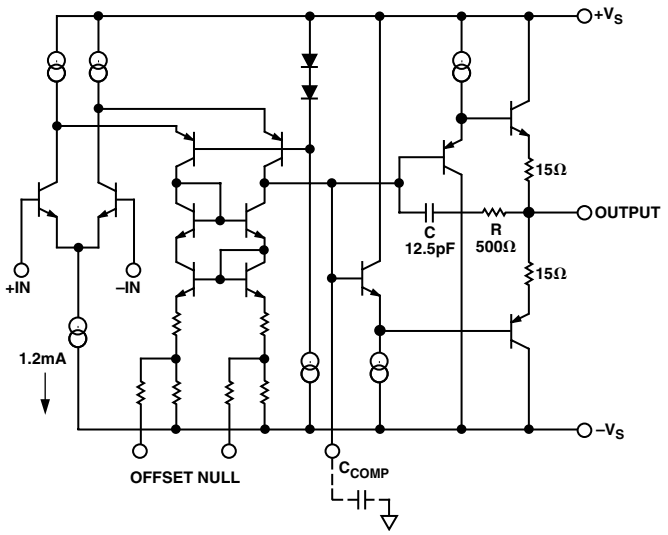

Figure 25. AD829 Simplified Schematic
The AD829 is fabricated on Analog Devices' proprietary complementary bipolar (CB) process which provides PNP and NPN transistors with similar f_Ts of 600 MHz. As shown in Figure 25, the AD829 input stage consists of an NPN differential pair in which each transistor operates at 600 µA collector current. This gives the input devices a high transconductance and hence gives the AD829 a low noise figure of 2 nV/√Hz @ 1 kHz.
An RC network in the output stage (Figure 25) completely removes the effect of capacitive loading when the amplifier is compensated for closed-loop gains of 10 or higher. At low frequencies, and with low capacitive loads, the gain from the compensation node to the output is very close to unity. In this case, C is bootstrapped and does not contribute to the compensation capacitance of the device. As the capacitive load is increased, a pole is formed with the output impedance of the output stage– this reduces the gain, and subsequently, C is incompletely bootstrapped. Therefore, some fraction of C contributes to the compensation capacitance, and the unity gain bandwidth falls. As the load capacitance is further increased, the bandwidth continues to fall, and the amplifier remains stable.